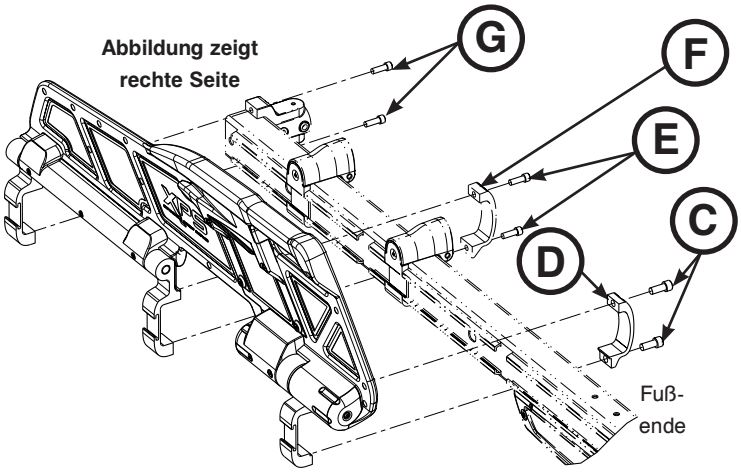

Abbildung 82
5. Mit einem 1/4-Zoll-Sechskantschlüssel die Innensechskantschrauben (C) entfernen, mit denen die Seitengitterklemme (D) an der Klinkenfeder-Baugruppe am Fußende der Hauptbaugruppe befestigt ist (Abbildung 82). Beim Einbau die beiden neuen Schrauben mit einem Drehmoment von 29,83 ± 4,4 N·m (22 ± 3,3 ft-lb) festziehen.
6. Mit einem 3/16-Zoll-Sechskantschlüssel die beiden Innensechskantschrauben (E) entfernen, mit denen die mittlere Seitengitterklemme (F) an der Außenschienen-Baugruppe befestigt ist (Abbildung 82).
7. Mit einem 3/16-Zoll-Sechskantschlüssel die beiden Innensechskantschrauben (G) entfernen, mit denen der obere und untere Verbindungsbügel von Grundgestell und Liegefläche an der Außenschienen-Baugruppe befestigt ist (Abbildung 82).